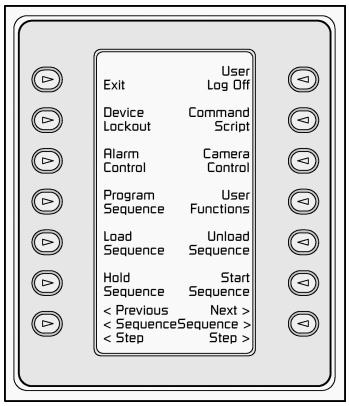

Rys. 4.2. Główne menu sterowania krosownicą Allegiant.
- Po udanym logowaniu, na wyświetlaczu głównym pojawi się główne menu sterowania urządzeniem Allegiant, tak jak pokazano na **rys. 4.2.**